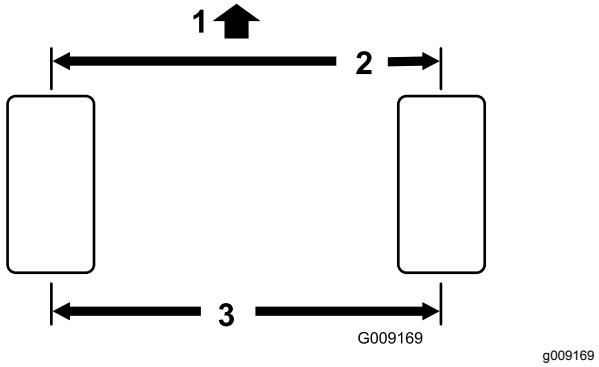

**Bild 48**
2. Messen Sie den Abstand vorne und hinten an den Lenkreifen Mitte-zu-Mitte (auf Achshöhe).Bild 48